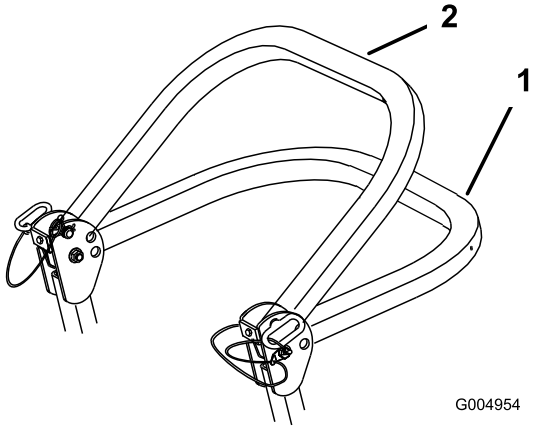

Figur 7
2. Sänk ned störtbågen till nedfällt läge. Det finns två nedfällda lägen. Lägena visas i Figur 7.